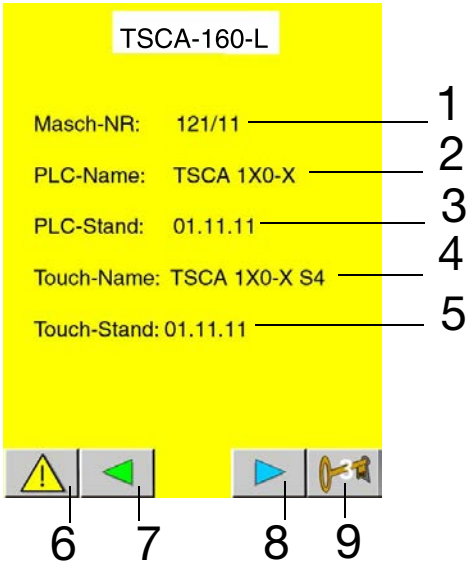

Fig. 4-23
- Press the icon selection button (8, Fig. 4-23).